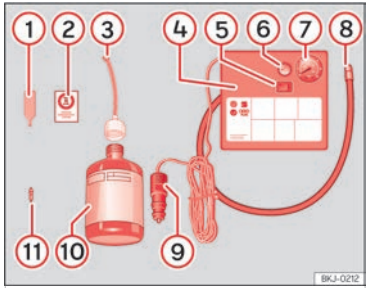

Fig. 267 Representación estándar: contenido del kit de reparación de pinchazos.
El kit de reparación de pinchazos se encuentra en el compartimento del maletero bajo el revestimiento del suelo. Incluye los siguientes componentes ››› fig. 267:
- Desenrosque la caperuza y el obús de la válvula del neumático. Utilice el aparato ››› fig. 267 (1) para extraer el obús. Colóquelo en una superficie limpia.
- Agite con fuerza la botella de sellante de neumáticos ››› fig. 267 (10).
- Enrosque el tubo de inflado ››› fig. 267 (3) en la botella de sellante. El precinto de la botella se romperá automáticamente.
- Retire el tapón del tubo de llenado ››› fig. 267 (3) y enrosque el extremo abierto del tubo en la válvula del neumático.
- Vuelva a colocar el obús con el aparato ››› **fig. 267** ① en la válvula del neumático.
- Enrosque el tubo de inflado del neumático del compresor ››› **fig. 267** ⑧ en la válvula del neumático.
- Compruebe que el tornillo de evacuación de aire está cerrado ››› **fig. 267** ⑥.
- Acople el conector ››› **fig. 267** ⑨ a toma de corriente de 12 voltios del vehículo ››› **pág. 272**.
- Conecte el compresor de aire con conmutador ON/OFF ››› **fig. 267** ⑤.
- Pegue el adhesivo ››› **fig. 267** ② en el cuadro de instrumentos, dentro del campo visual del conductor.
Vuelva a enroscar el tubo de inflado ››› **fig. 267** ⑧ y compruebe la presión en el manómetro ⑦.